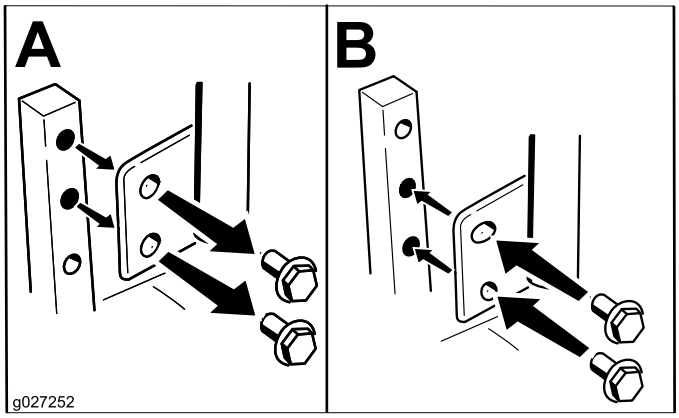

Figur 20
Rörelsereglagespakarna kan höjas eller sänkas för att passa föraren så bra som möjligt (Figur 20).
2. Lossa på den nedre skruven såpass mycket att du kan svänga reglagespaken framåt och bakåt (Figur 20). Dra åt båda skruvarna ordentligt för att säkra spaken i det nya läget.